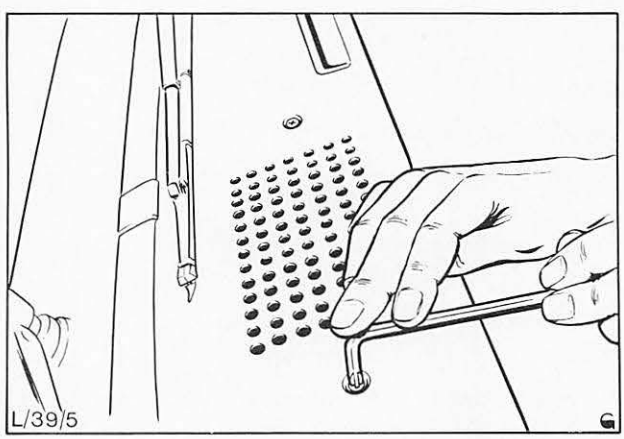
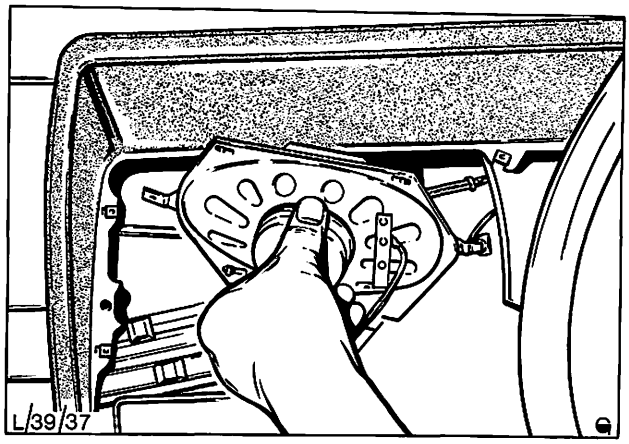

Abb. 6 Befestigungsschrauben – Lautsprecher entfernen
Abb. 7 Lautsprecher aus der Instrumententafel ausbauen
4. Kabel an der Rückseite des Lautsprechers abklemmen, Befestigungsschrauben (2) – Lautsprecher an Armaturenbrett – entfernen, Abb. 6, und Lautsprecher komplett aus der Öffnung – Kombiinstrument ziehen, Abb. 7.